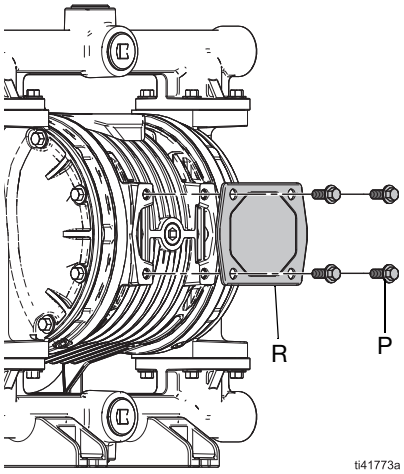

FIG. 5: Remover fixadores e placa, bombas certificadas para utilização apenas em atmosferas explosivas ou locais perigosos (classificados)
2. **Bombas certificadas para uso apenas em atmosferas explosivas ou locais perigosos (Classificados):** Retirar os fixadores (P) e a placa (R). Consulte a FIG. 5.